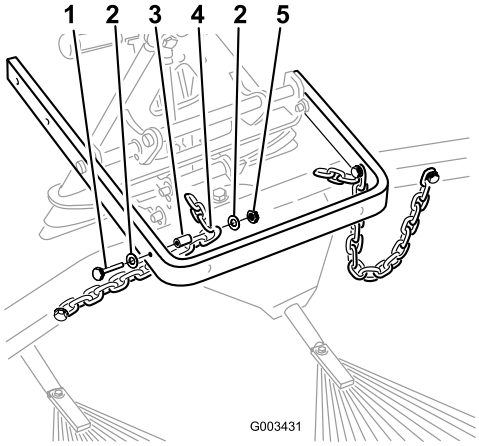

Bild 15
8. Befestigen Sie das dritte Glied jeder Kette mit den vorher entfernten Schrauben, Scheiben, Distanzstücken und Sicherungsmuttern an der Innenseite des Hubarms (Bild 15).